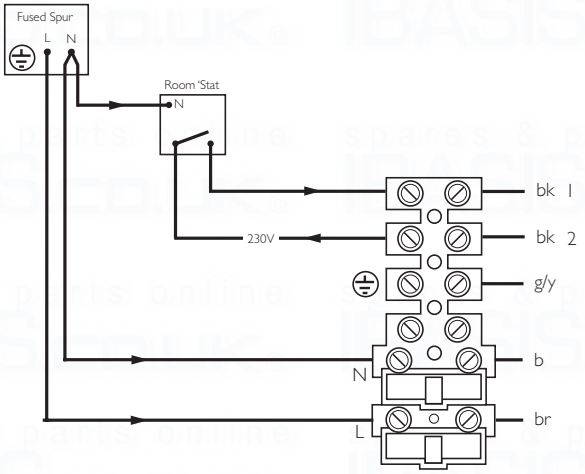

Fig. 60
6. Remove the link between terminals 1 & 2. The 230V supply at terminal 2 must be connected to the thermostat. The switched output from the thermostat must be connected to terminal 1 (Fig. 60). If the room thermostat being used incorporates an anticipator it MUST be wired as shown in Fig. 60.